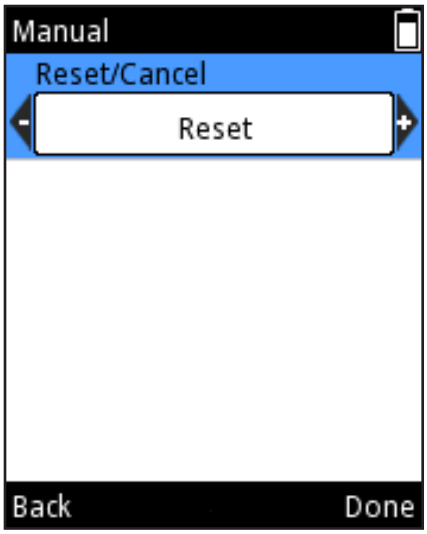

図 D35
8. オプション：ディスプレイ上の容量値は、 (**リセット/キャンセル**)を押して、いつでも0にリセットすることができます。Reset/Cancel（リセット/キャンセル）の選択ウィンドウが表示されます（図 D35）。**Reset（リセット）** を 、 を使って選択し、 (**Done（完了）**)を押します。ディスプレイ上の容量は0です。チップからの液体の分注は、マイナス値で表示されます。